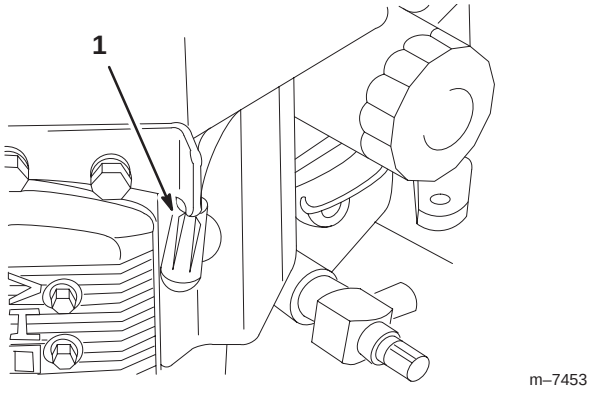

Figure 30
3. Disconnect the wires from the spark plugs (Fig. 30).
3. Connect the wires to the spark plugs (Fig. 30).